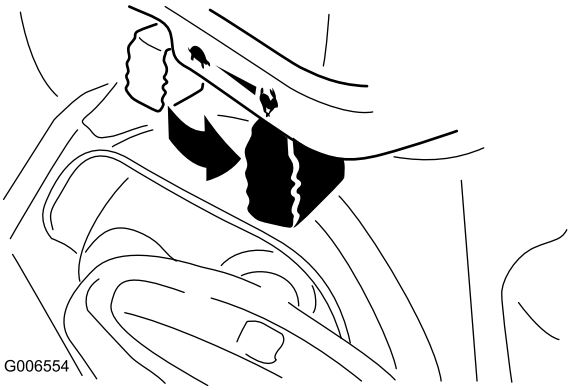

Bild 25
6. Stellen Sie den Gasbedienungshebel auf Schnell (Bild 25).